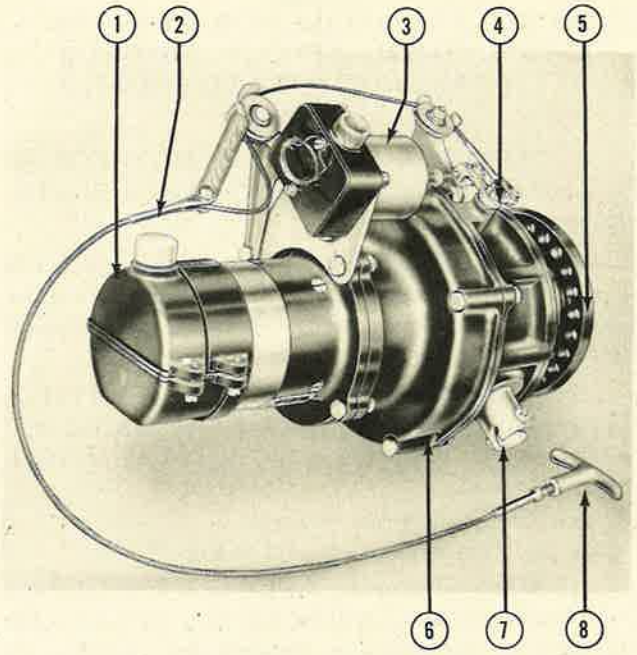
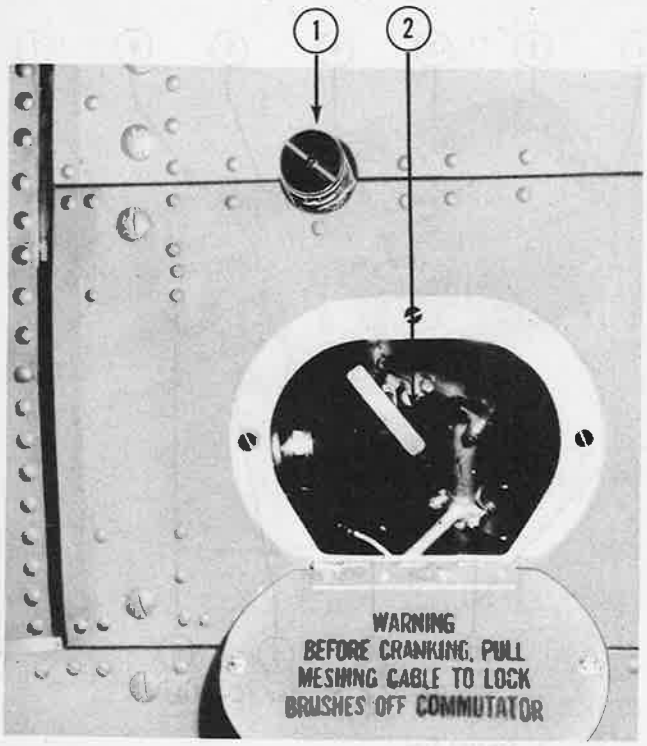

Figure 262—Starter (C-47)
Figure 264—Starter Manual Operating Provisions
(1) STARTERS. *(See figures 262 and 263.)*—On the C-47, a type C-21 electric inertia starter with solenoid meshing device is mounted on each engine. On the C-47A, a type G-6 or Jack & Heintz JH-3R, combination electric inertia, direct-cranking starter with solenoid device is mounted on each engine. The starters are operated by switches noted in the following paragraphs. External hand-starting controls incorporating a starter crank extension and a starting control cable are contained in each engine section for starting the engine by hand. (See figure 264.)
(2) STARTER SWITCHES.